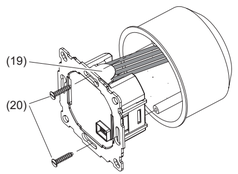

Figure 7: montage
- Aligner le mécanisme (7) dans la boîte d'appareil et le fixer à l'aide de vis de fixation (20). Monter le mécanisme de telle sorte que la languette en plastique (19) serve d'isolation aux vis de fixation (figure 7).
- Mettre le cadre design (5) en place et fixer l'élément de commande (3) en l'enfichant.